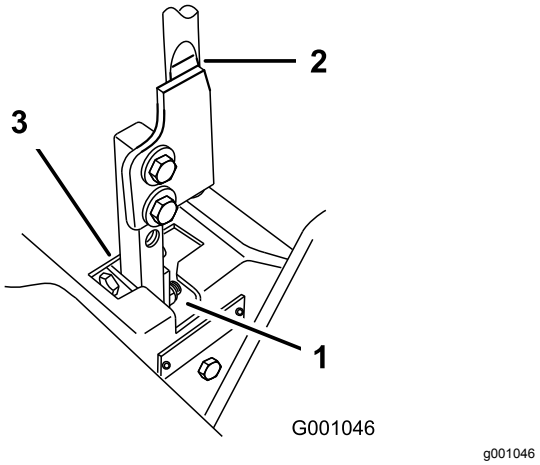

Figur 96
5. Flytt spaken til nøytral stilling, men ikke låst (Figur 96).
6. Trekk spaken tilbake til splittpinnene (på armen under svingakselen) er i kontakt med endene på sporet (begynner så vidt å legge press på fjæren), som vist i Figur 96.
7. Kontroller hvor det er mulig at kontrollspaken treffer hakket i konsollen (Figur 96).